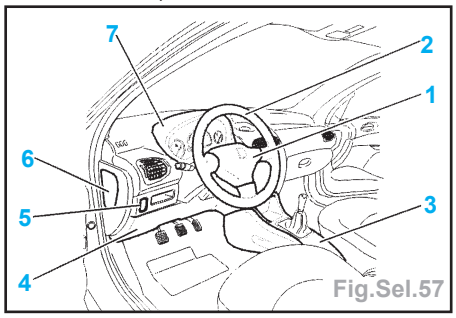

Fig.Sel.57
- Déposer (Fig.Sel.57) :
- le module volant (1) (voir le chapitre «Airbag»),
- le volant (2) en repérant l'orientation sur les cannelures,
- la console centrale (3),
- la garniture inférieure (4) sous le volant
- les interrupteurs (5) latéraux (suivant les versions),
- les obturateurs (6),